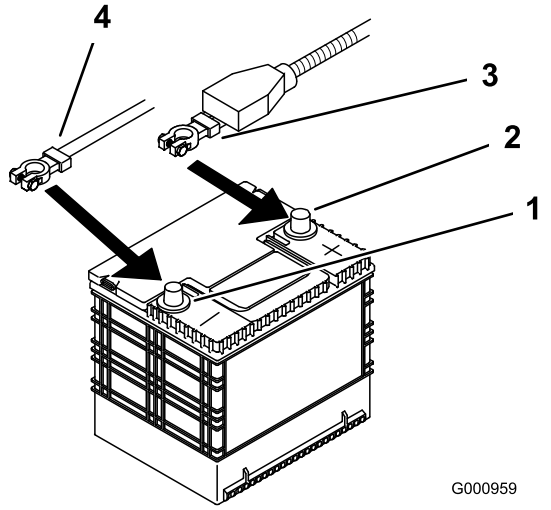

**Figuur 56**
4. Maak eerst de minkabel los van de minpool (–) van de accu (Figuur 56).
5. Schuif het rode stofkapje voor de accupool van de pluspool (rood) van de accu. Verwijder vervolgens de pluskabel (rood) van de accu (Figuur 56).
4. Bevestig de kabels met 2 bouten (1/4 x 3/4 inch), 2 ringen (1/4 inch) en 2 borgmoeren (1/4 inch) (Figuur 56).